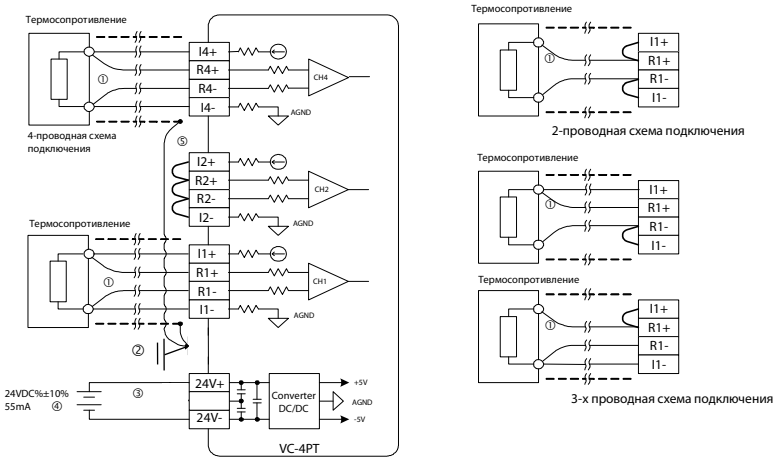

Рисунок 1-5. Электрическая схема подключения модуля VC-4RT
Электрические подключения модуля должны быть выполнены в соответствии со схемой на рис. 1-5.
Цифрами ①–⑤ на схеме отмечены основные правила, которые необходимо соблюдать при проведении монтажа в соответствии с электрической схемой на рис. 1-5.